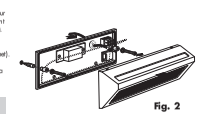

Fig. 2
- Inserire il cavo di alimentazione attraverso il passacavo posto sul retro della piastra componenti **(fig. 2)**.
- Fissare la piastra componenti alla parete tramite viti, tasselli e guarnizioni in gomma in dotazione **(fig. 2)**. Prima di eseguire le connessioni, montare le guaine di protezione date a corredo (versione alogena R7s).
- Insert the supply cable through the cable clamp placed on the back of the components plate **(fig. 2)**.
- Fix the components plate to the wall with the screws, dowels and rubber packings supplied **(fig. 2)**. Before connecting to the net trig the protection sheaths in equipment (R7s halogen version).
- Insérer le câble d'alimentation à travers la presse câble placé sur le derrière de la plaque composants **(fig. 2)**.
- Fixer la plaque composants au mur avec les vis, tampons et garnitures en caoutchouc fournies **(fig. 2)** avant exécuter les connexions monter les gaines de protection in équipment (version halogène R7s).
- Das Stromkabel durch die hinten an der Bauteileplatte angebrachte Kabelklemme führen **(Abb. 2)**.
- Die Bauteileplatte mit den beiliegenden Schrauben, Dübeln und Gummidichtungen an der Wand befestigen **(Abb. 2)**. Vor der Netzanschluss bauen die Kabelmantel zur Ausrüstung an (Halogenversion R7s).
- Insertar el cable de alimentación por el sujetacables situado en la parte trasera de la placa porta-componentes **(fig. 2)**.
- Fijar la placa porta-componentes a la pared mediante los tornillos, los tacos y las juntas de goma suministrados **(fig. 2)**. Antes de efectuar la conexión a red, montar la junta de protección en el interior (version alogena R7s).